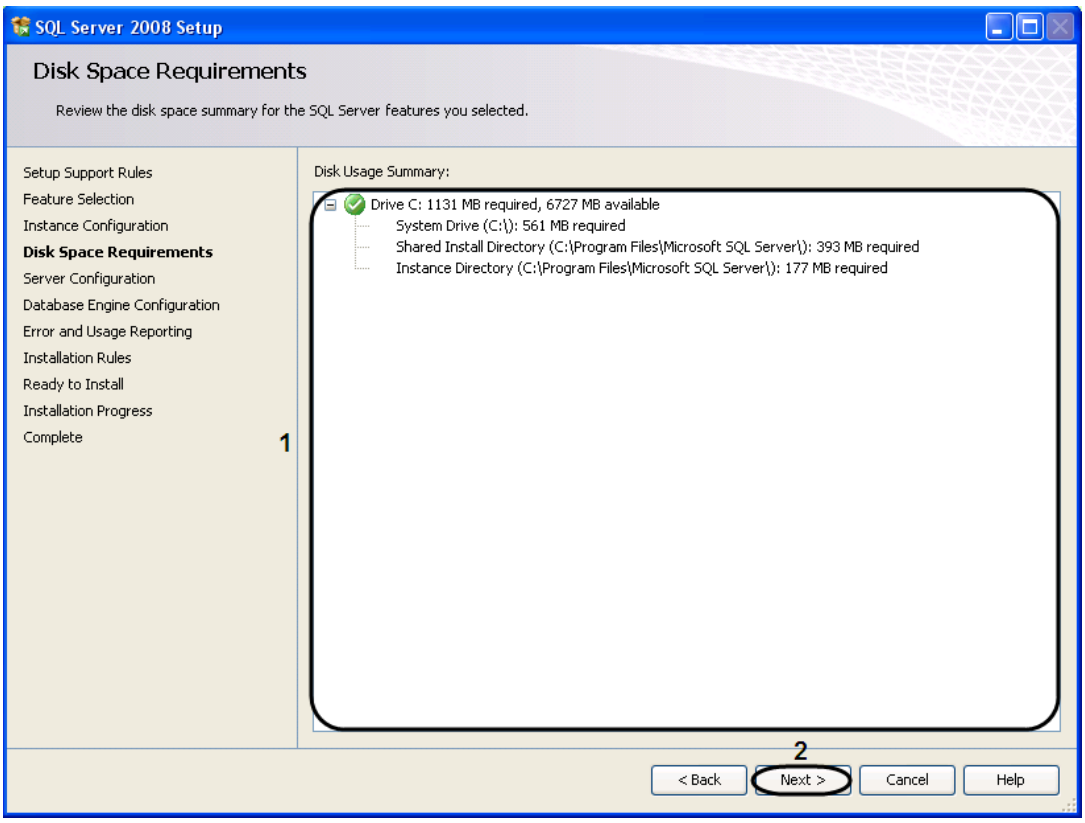

Figure 13.6-12 The "Disk Space Requirements" box
13. The “Disk Space Requirements” box will be displayed (Figure 13.6-12).
13.1. The requirements for disk space for setting up the selected functions of MS SQL Server 2008 R2 are specified in the “Disk Usage Summary” field (Figure 13.6-12, 1).
13.2. To go to the next box, click the “Next>” button (Figure 13.6-12, 2).